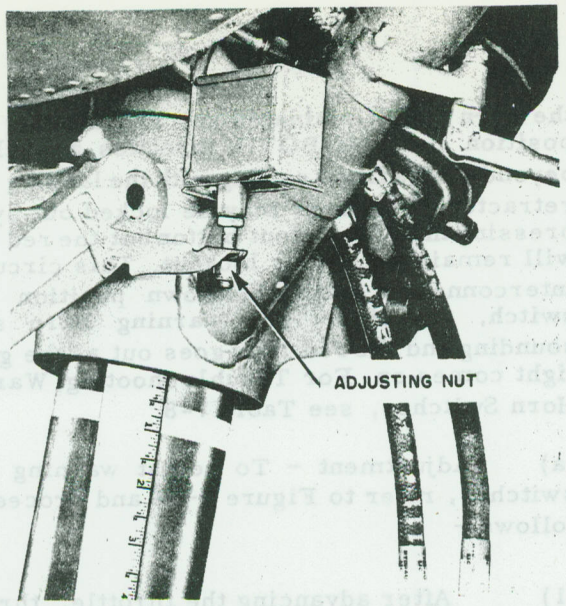

Figure 7-12 Switch Latch Control Adjustment
(1) Support aircraft on jacks so the weight is off the landing gear.
(2) Release the air from the shock absorber.
(3) Place a small jack under the shock-absorber fork and raise wheel until shock absorber is compressed 1/2 inch (Figure 7-12).
(4) Adjust actuating bolt until switch clicks.
(5) Adjust lock nut on actuating bolt and lock bolt in this position.
(6) Lower wheel, then raise again to the point where the switch clicks.
(7) Check position switch to see that it is locked in the "DOWN" position. Lower wheel and see that switch is unlocked.
(8) Remove jack from under wheel and partially inflate shock strut.
(2) Release air from the shock absorber.